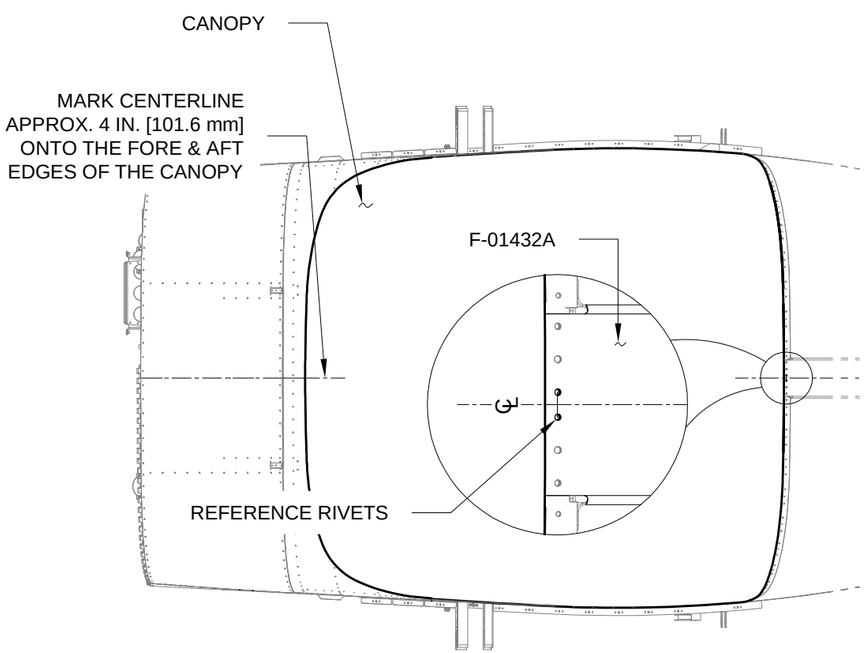

FIGURE 2: CANOPY CENTERLINE
Step 4: Reference the aircraft centerline on the template and the rivets in the F-01432A Roll Bar Brace to mark the centerline on the canopy and Roll Bar Brace Assembly as Shown in Figure 2.